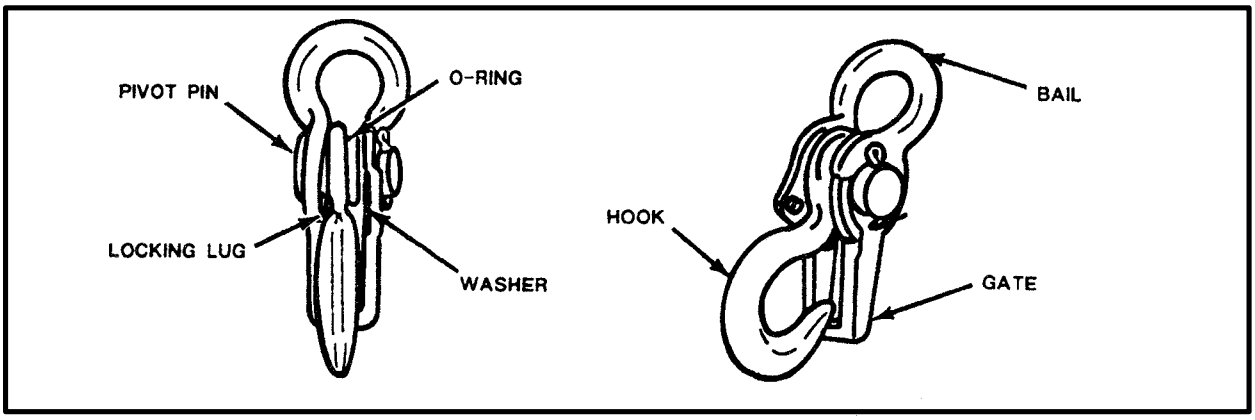

*Figure 9-10. Safety Hook*
**b. Safety Hook Operation.** The safety hook is the only moving part of the hoisting sling assembly legs (Figure 9-10). You must be able to operate the safety